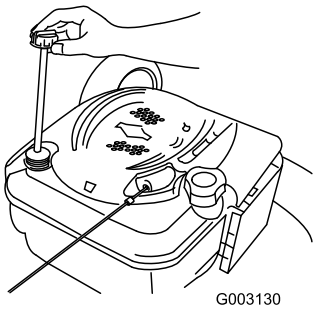

Figur 36
6. Ta ur oljestickan ur oljepåfyllningsröret (Figur 36).